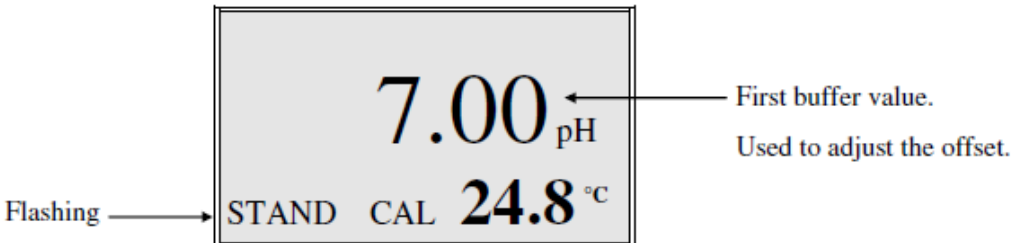

Figure 3
2.9.4 To enter the calibration menu, use two fingers to press and release both the **UP ARROW** and **DOWN ARROW** keys at the same time. As shown in Figure 3, the Model 60 display will show **CAL** at the bottom, **STAND** will be flashing and the main display will show **7.00** (the buffer to be used to adjust the offset).